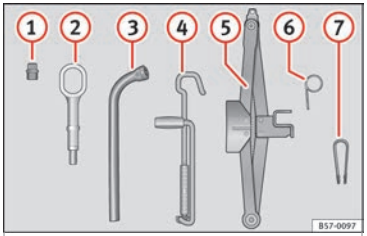

Fig. 68 Underneath the floor panel of the luggage compartment: vehicle tool kit.
- Fit the plastic clip (vehicle tools ››› **Fig. 68** (7)) over the cap until it clicks into place ››› **Fig. 70**.